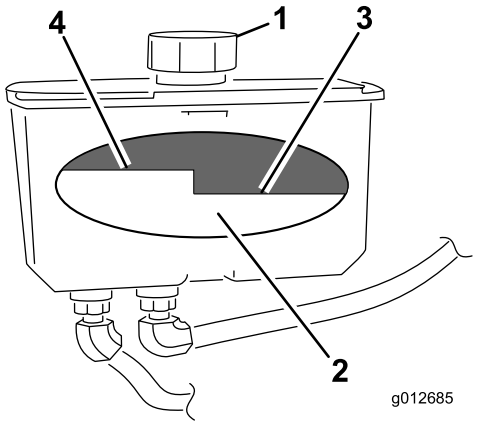

**Figur 72**
4. Rengør området omkring hydrauliktankens dæksel og påfyldningsstuds (Figur 72).
5. Fjern dækslet fra påfyldningsstudsen. Kig i tanken for at kontrollere væskestanden i beholderen. (Figur 72).
**Bemærk:** Væskestanden skal nå op til toppen af varm-niveauet på pladen, når væsken er meget varm (Figur 72).